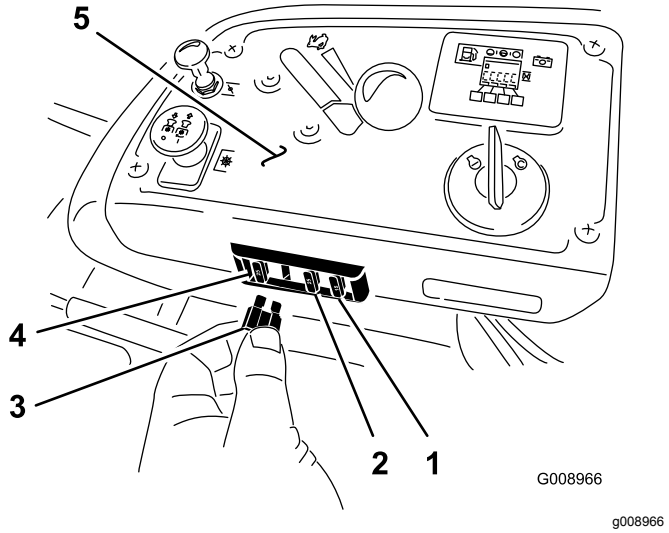

Figuur 69
De zekeringen bevinden zich op het bedieningspaneel aan de rechterkant van de stoel (Figuur 69).
2. Monteer een nieuwe zekering (Figuur 69).